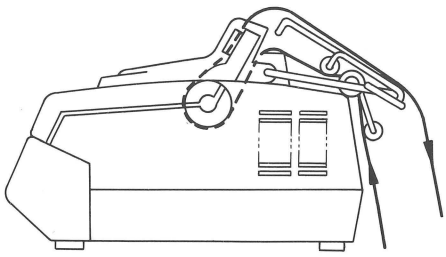

Fig. 4
7. Close the cover (C) and pass the paper over portion (A). (Fig. 4)